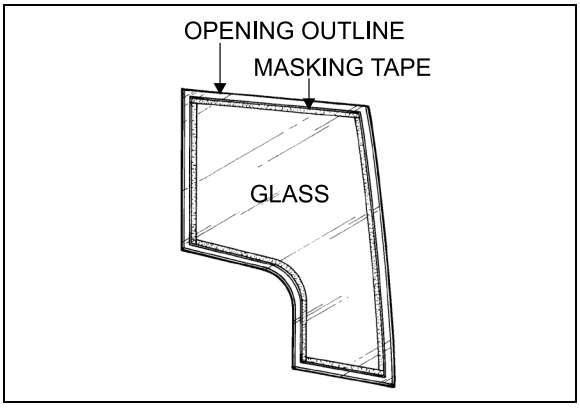

FIGURE 42: ADHESIVE-MOUNTED WINDOW 18080
*Use small shims to raise the glass in proper position. Shims can be cut from the tremshield tape (*Figure 42*).*